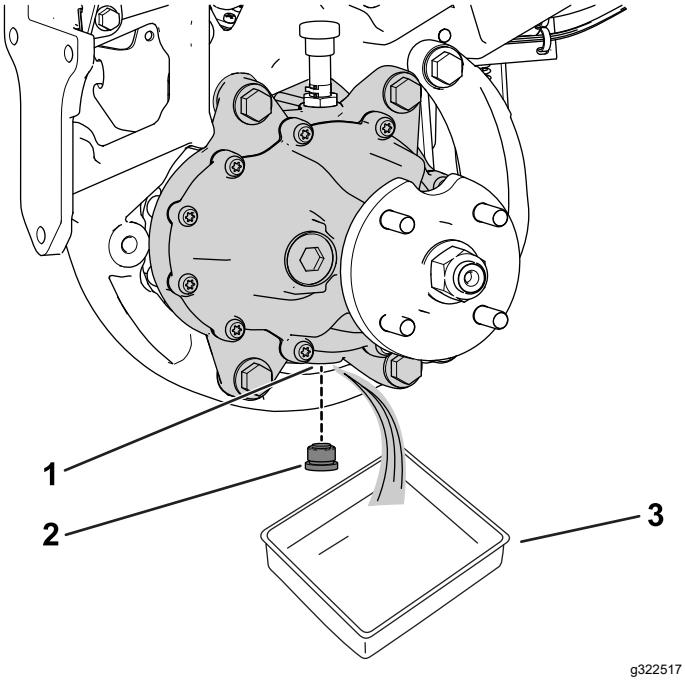

Bild 65
3. Stellen Sie eine Auffangwanne unter die Radmotorbaugruppe (Bild 65).
4. Entfernen Sie den Stopfen aus der Ablauföffnung (Bild 65).
6. Stecken Sie den Stopfen in den Ablassanschluss (Bild 65).